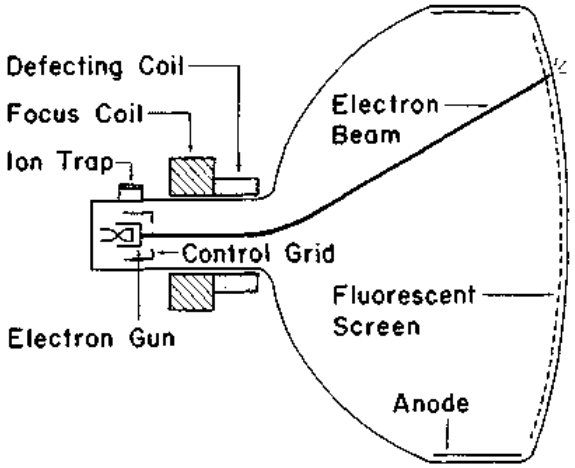

Figure 13-6 Television monitor
- A picture tube is similar to a vidicon camera tube (Fig. 13-6).